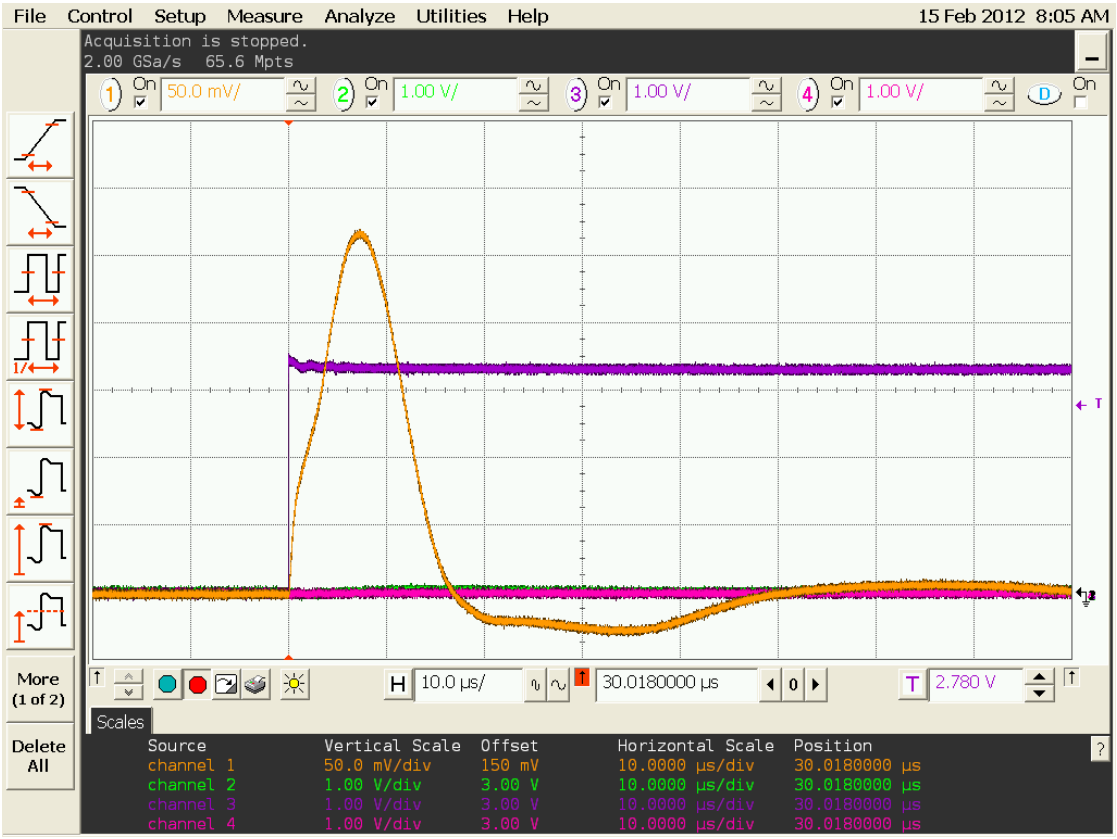

Figure 2 - Inrush current of TiWi-SL module
1. Yellow trace = current consumption (100mA per division, except Figure 2). The current is measured on the VCC module signal.
When enabling the TiWi-SL module there is a short burst of inrush current due to the bulk capacitance of the VCC signal on the module. The scale in Figure 2 is 500mA per division. The inrush current peaks at around 2.7 amps.